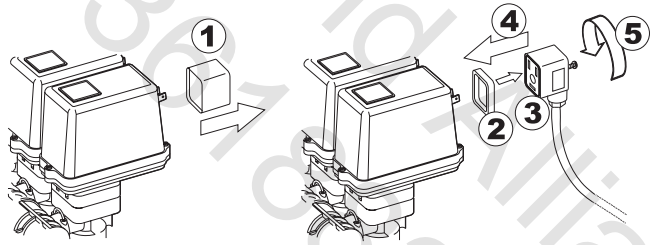

Fig. 8
• All valve connectors must be equipped with gaskets before installation (Fig. 8).
• Remove the protector cap (**1**, Fig. 8) from the electrical valve.